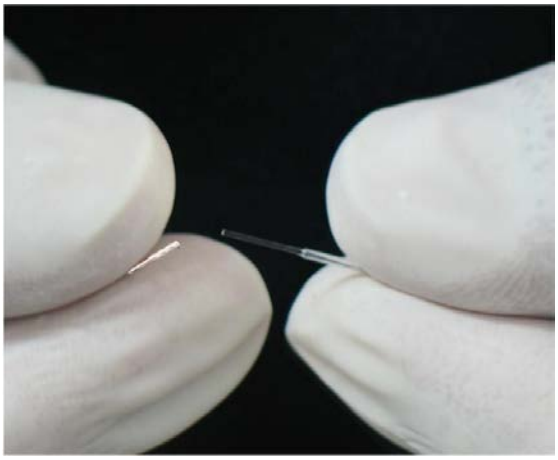

Рисунок 13. Слом волокна по сколу.
C. Удерживая большим и указательным пальцами каждой руки волокно на расстоянии около 8-10 мм с каждой стороны от отметки скола, сломайте волокно по сколу. *См. Рисунок 13.*